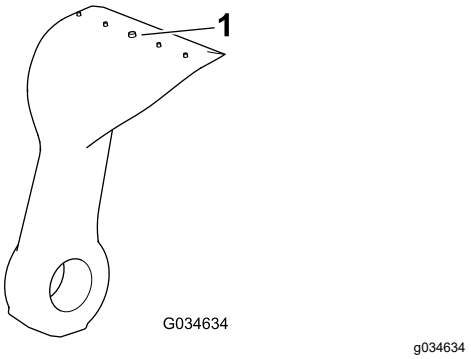

Figur 79
4. Efterse hver skærekniv for overdrevent slid vha. slidlinjen (Figur 79). Når en skærekniv er slidt ned til slidlinjen, skal skærekniven udskiftes.